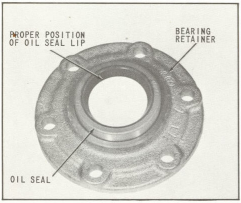

Fig. 16 Installing Oil Seal
2. Place front face of bearing retainer on arbor press table. Apply a suitable sealant to the outside diameter of seal before installing squarely into bore of housing with seal lip positioned as shown in (Fig. 16). Caution should be observed to insure that too much sealant is not used.